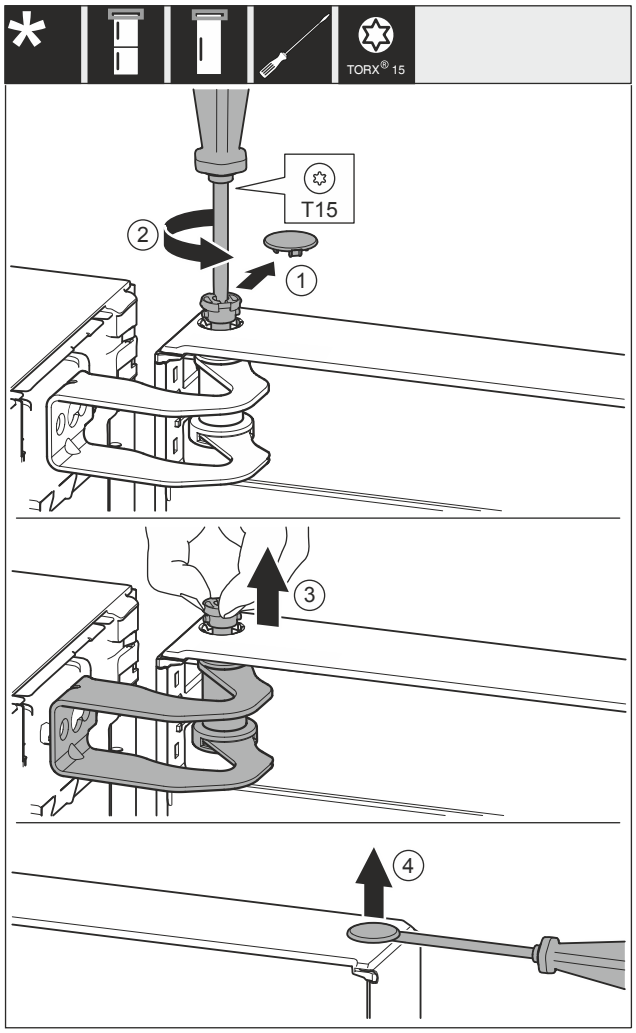

Fig. 13
▶ Opatrně sejměte kryt *Fig. 13 (1)*.
▶ Šroubovákem o kousek vyšroubujte čep *Fig. 13 (2)*.
▶ Čep *Fig. 13 (3)* vytáhněte prsty.
▶ Kryt *Fig. 13 (4)* opatrně nadzvedněte šroubovákem a odstraňte.